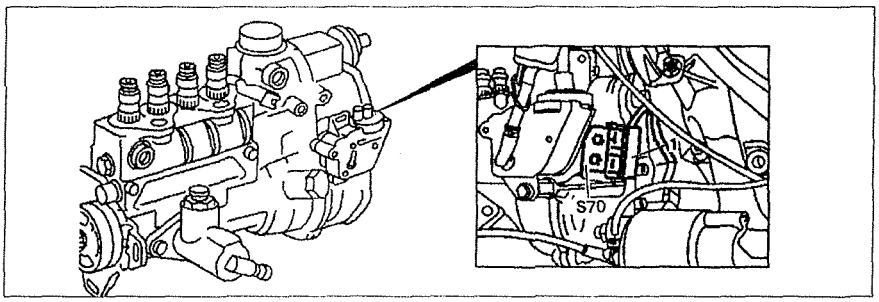

Рис. 4.66. Микровыключатель ТНВД:
1. Микровыключатель **S70** прикреплен к ТНВД болтами. Для его снятия необходимо отсоединить от него разъем проводки **1** и открутить болты его крепления (см.рис.4.66).